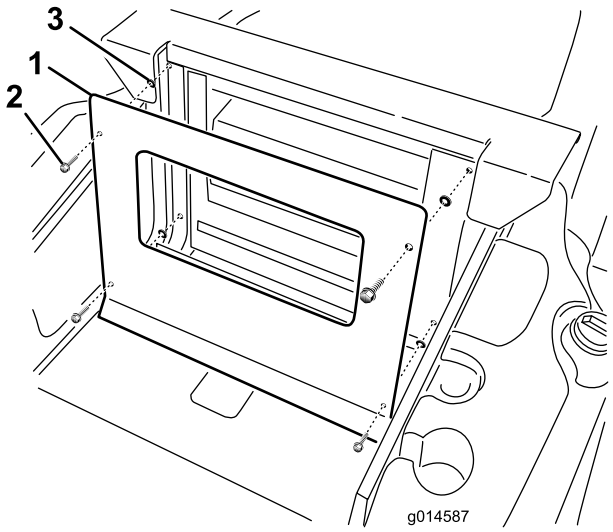

Figura 8
1. Retire os (4) parafusos que fixam a protecção contra incêndio ao chassis (Figura 8).